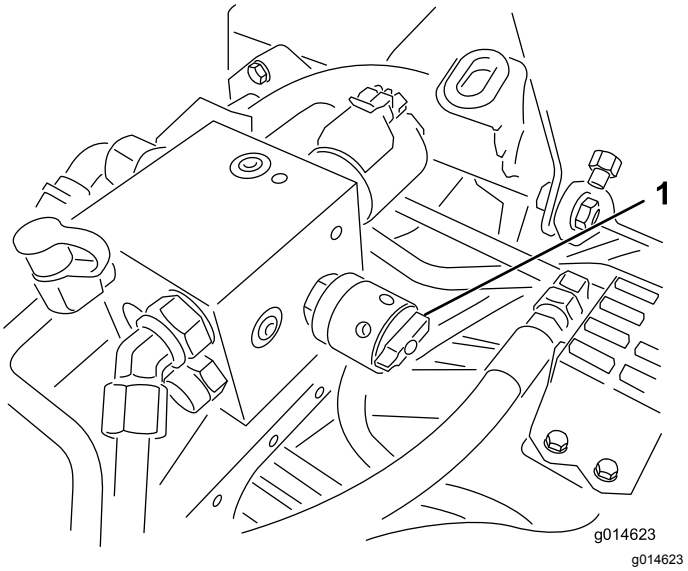

**Figur 51**
6. Vrid cylinderhastighetsreglaget till inställningen 1 (Figur 51).
4. Justera cylinderhastigheten genom att vrida ratten (Figur 51) tills indikatorpilarna är i linje med det värde du ställde in i steg 3.